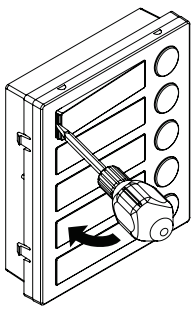

Fig. 83
- Move the screwdriver to the left as shown in **Fig.83** to extract the card name holder;